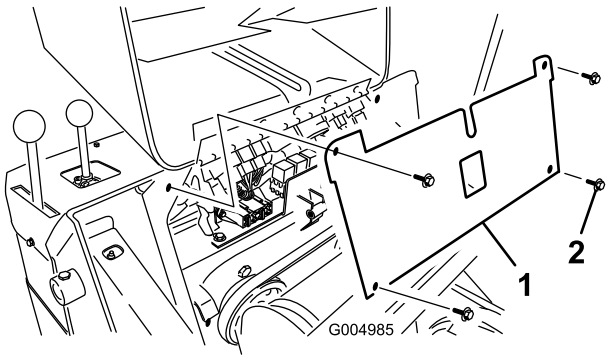

Figur 42
4. Ta bort de fyra skruvarna som håller fast säkringspanelen och dra sedan panelen utåt och uppåt för att ta bort den (Figur 42).